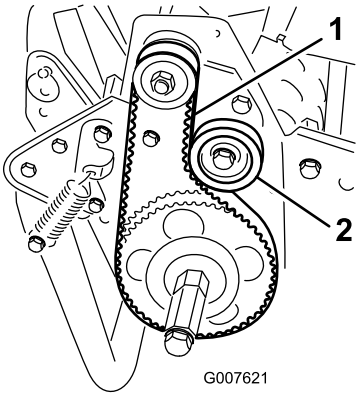

**Figur 41**
2. Kontrollera spänningen genom att trycka ned remmen mellan två skivor (Figur 41) med en kraft på 18 till 22 N. Remmen ska böjas ned 6 mm.
A. Lossa fästmuttern på mellanremskivan och sväng mellanremskivan medsols mot remmens baksida tills önskad remspänning erhålls (Figur 41).